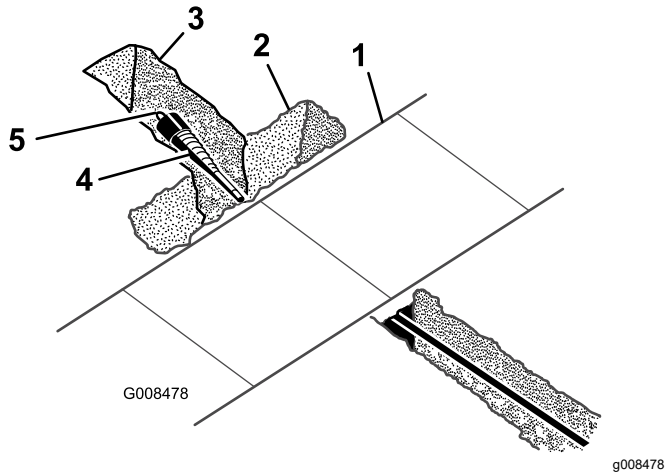

Figure 6
1. Avec une pelle, dégager avec précaution les abords du trépan afin de pouvoir le sortir (Figure 6).
2. Retirez le trépan de forage et fixez l'alésoir (Figure 6).
3. Fixez le câble ou la tuyauterie installé(e) au pivot à l'extrémité de l'alésoir (Figure 6).